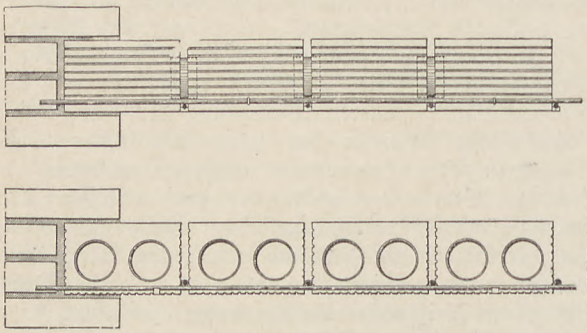

Fig. 418.
28. Cracoanusche trägerlose Hohlsteindecke. Diese nach dem Erfinder, Diplomingenieur Cracoanu, Berlin W., Kantstr. 66a, benannte Cracoanus trägerlose Hohlsteindecke, die durch die Fig. 418—421 dargestellt ist, besteht in der Hauptsache aus gewöhnlichen Hohlsteinen, denen irgend welche Profile oder sonstige gekünstelte Formen